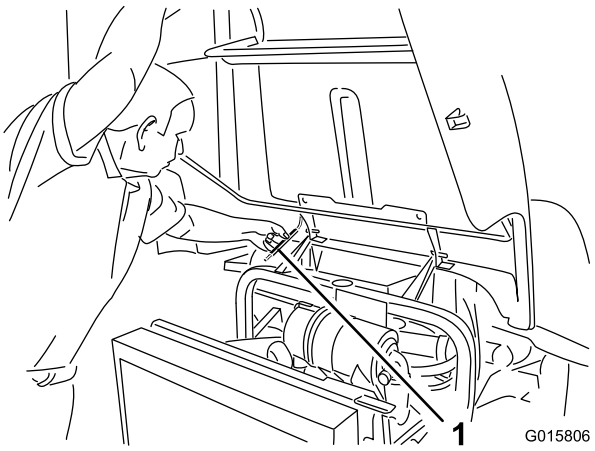

Figura 2
- Eleve o capot até que a barra de apoio possa ser colocada por detrás do tubo do chassis (Figura 2).